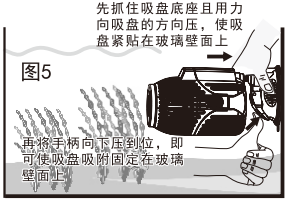

图5
4.对于型号为WM-20E的造流泵，采用大型工程塑料+橡胶吸盘的底座：将吸盘底座上的锁紧手柄向上拉起（如图4），将吸盘底座的橡胶吸盘面接触并压紧在水族箱的玻璃壁面上，并同时将手柄向下压回原位（如图5）。这样，吸盘底座即可吸附并固定于玻璃面上。